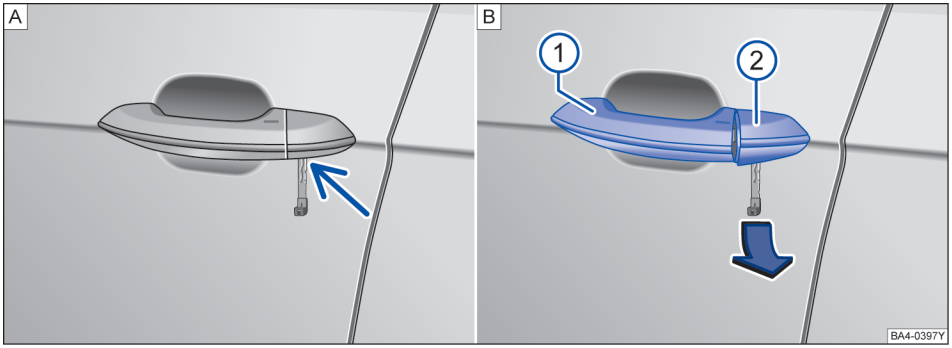

图 54 取下在驾驶员车门内车门锁的盖罩
– 拉起开门把手 ①。
– 将无线遥控钥匙的钥匙头从下面插入盖罩的开口内→ 图 54②。
– 转动钥匙以便松开盖罩并取下。→ 图 54